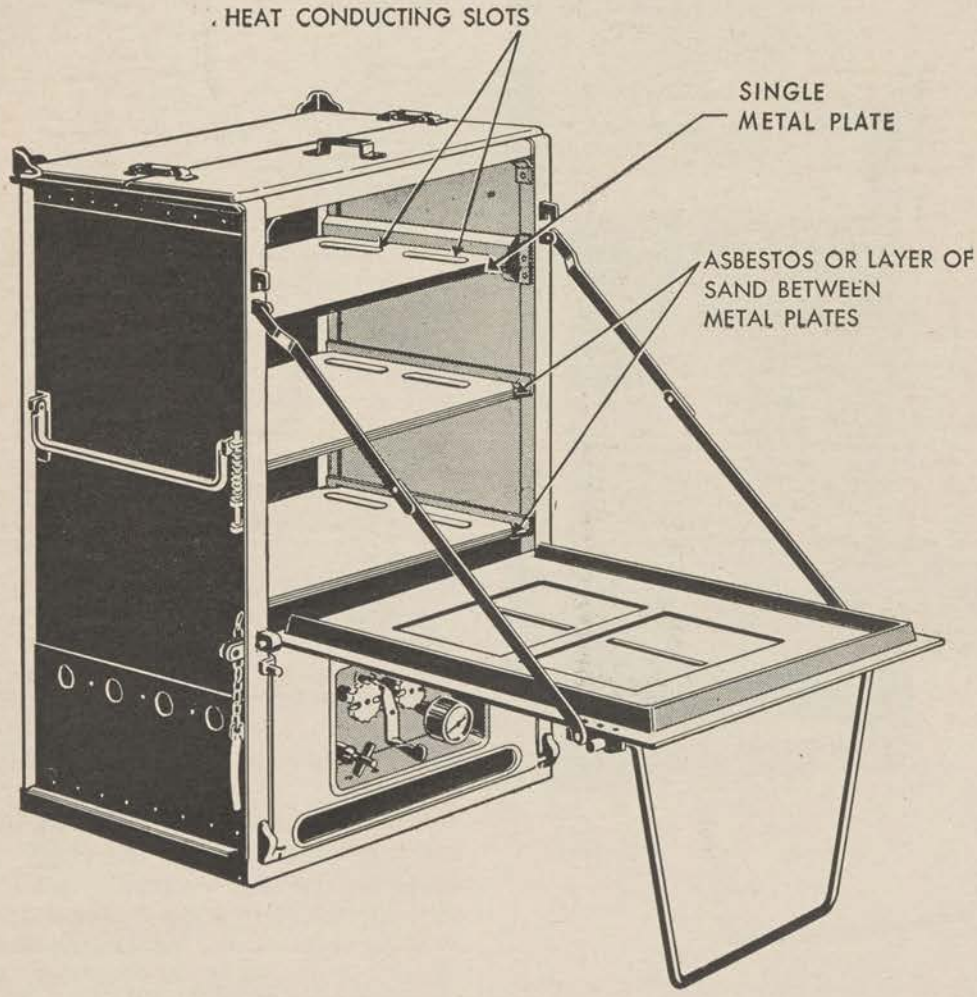

Figure 37. Range, field, M1937, adapted for baking bread.
a. METHOD NO. 1. (BREAD AND PASTRY). (1) The most satisfactory method of adapting the range for baking bread is to construct three solid shelves and fit them to the rails in the range. (See fig. 37). This method triples the ordinary baking capacity of the range.
(*a*) Construct the bottom shelf in the form of a "sandwich," consisting of a piece of $\frac{1}{4}$-inch black iron plate, a $\frac{1}{4}$-inch layer of asbestos (or sand), and a top sheet of 22-gauge iron plate. The shelf is 19 by $23\frac{1}{8}$ inches, with two oblong circulation slots, $9\frac{1}{4}$ by 2 inches, cut on each side, $\frac{3}{4}$ inch from the side and $1\frac{1}{4}$ inches from the ends. Cut the front corners $1\frac{1}{2}$ inches from front and side, as illustrated in figure 37.